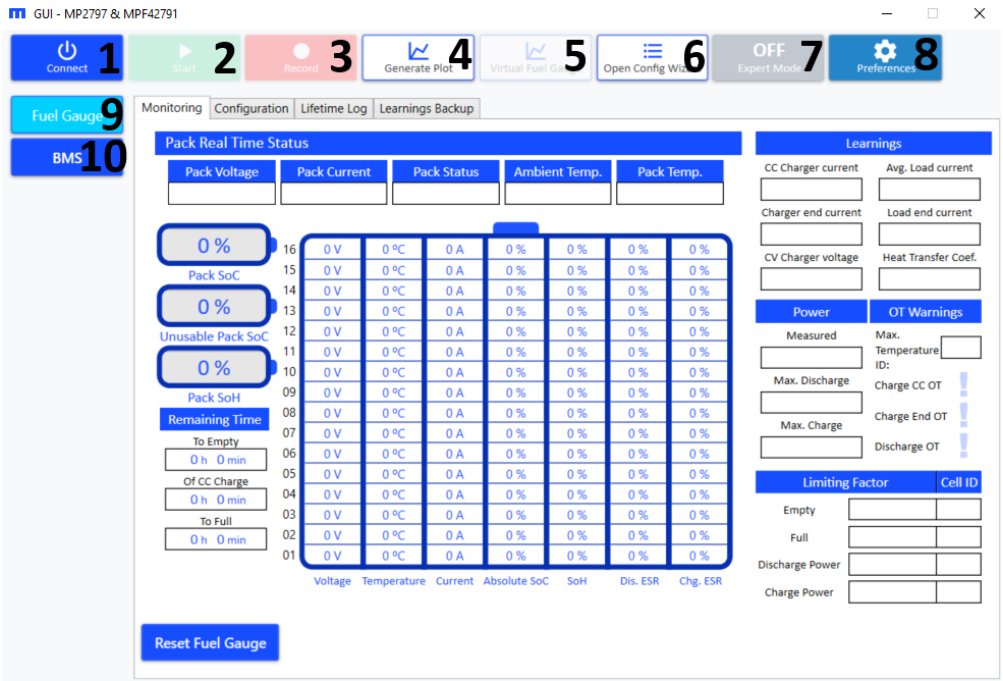
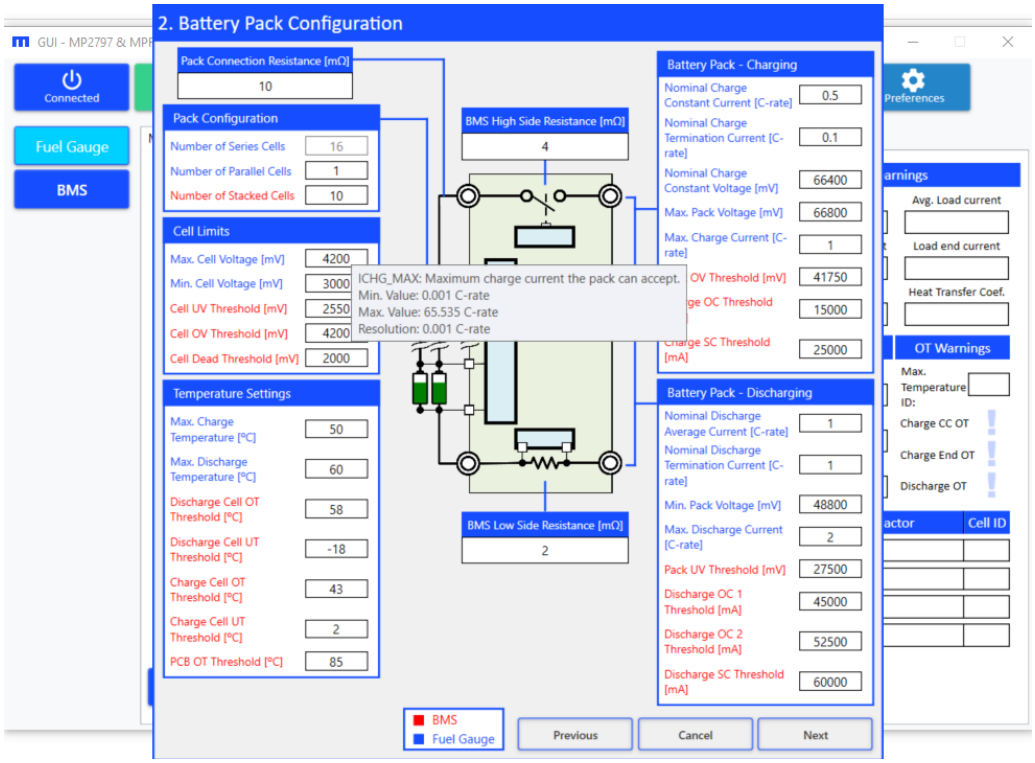
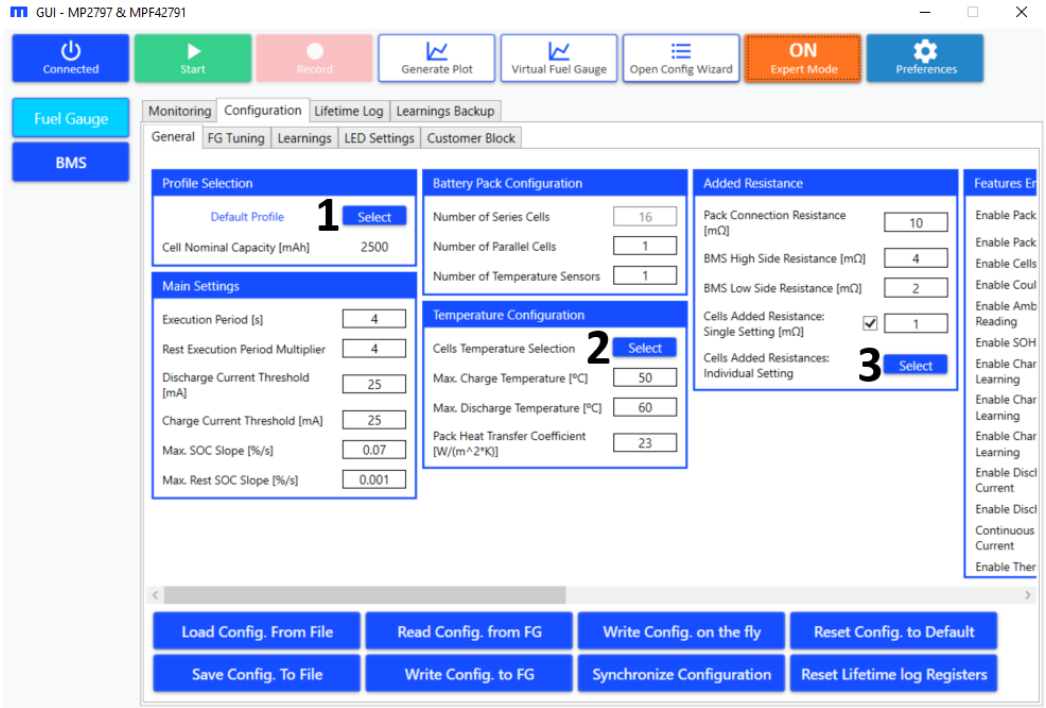

Figure 31: GUI Main Window
Figure 38: Configuration Wizard 3 – Battery Pack Configuration (Register Details)
Figure 41: Fuel Gauge Configuration – Expert Mode
4. The main window should pop up (see Figure 31 on page 26).
5. Click “Connect” in the upper bar (denoted as “1” in Figure 31). A window with a drop-down menu should appear.
1. Click “Preferences” (denoted as “8” in Figure 31 on page 26). The Preference window should open.
3. The default values should be displayed on the screen (see Figure 31 on page 26). For example, “user” should target the desktop user that has access to the GUI. The default values are used the first time the GUI is opened, or if the user clicks “Default Values”.
4. Once the configurations have been made, click “Save” (see Figure 31 on page 26). The configurations should be saved.
2. Click “Open Config Wizard” (denoted as “6” in Figure 31 on page 26).
7. Place the cursor on top of a register name to display the register's information (see Figure 38). For more detailed information on the fuel gauge registers, refer to the MPF4279x datasheet.
1. Click “Fuel Gauge” (denoted as “9” in Figure 31 on page 26).
3. To see the full set of registers to fine-tune the fuel gauge, select “Expert Mode” (denoted as “7” in Figure 31 on page 26). The full set of configuration registers should be displayed, as well as two extra sub-tabs: Learnings and Customer Block (see Figure 41). Figure 38 shows three “Select” buttons, discussed in greater detail below.
c. The third “Select” button opens the wizard to introduce the added resistance from each cell’s connections (see Figure 41 on page 32). Alternatively, the “Cells Added Resistance: Single
Setting can set a single value for all cells. A checkbox in the window allows users to enable or disable this option (see Figure 41 on page 32).